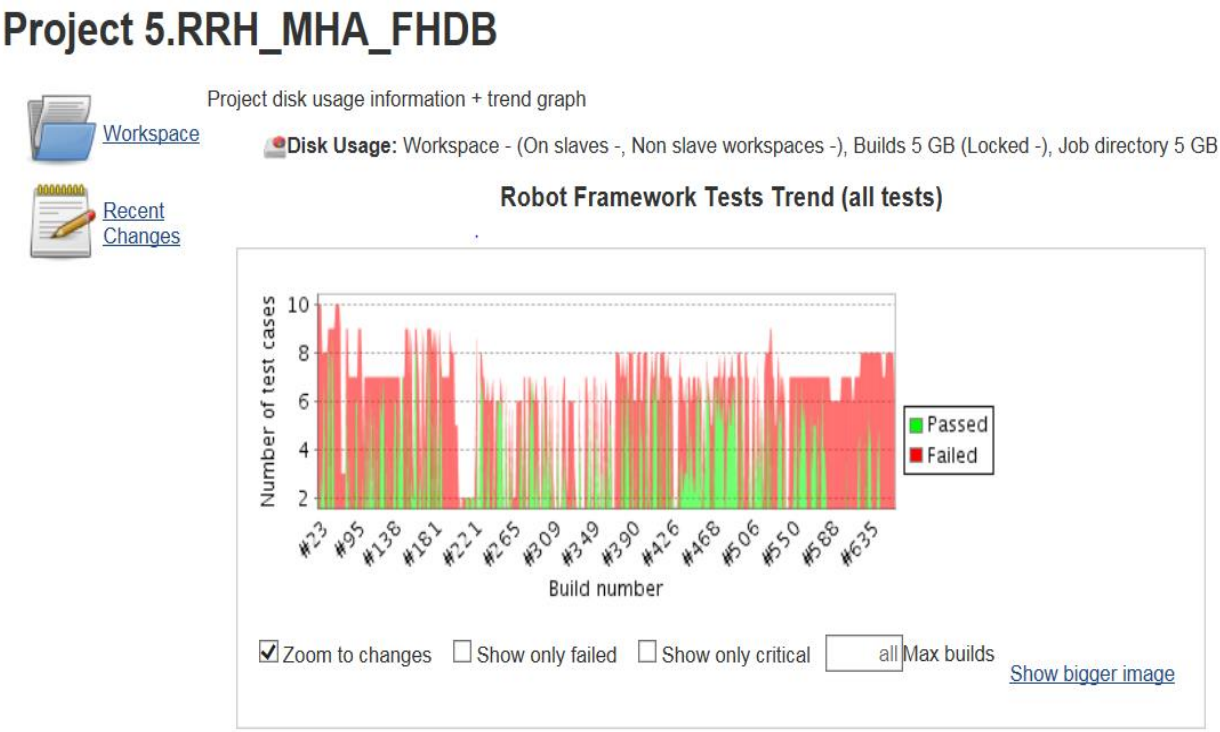
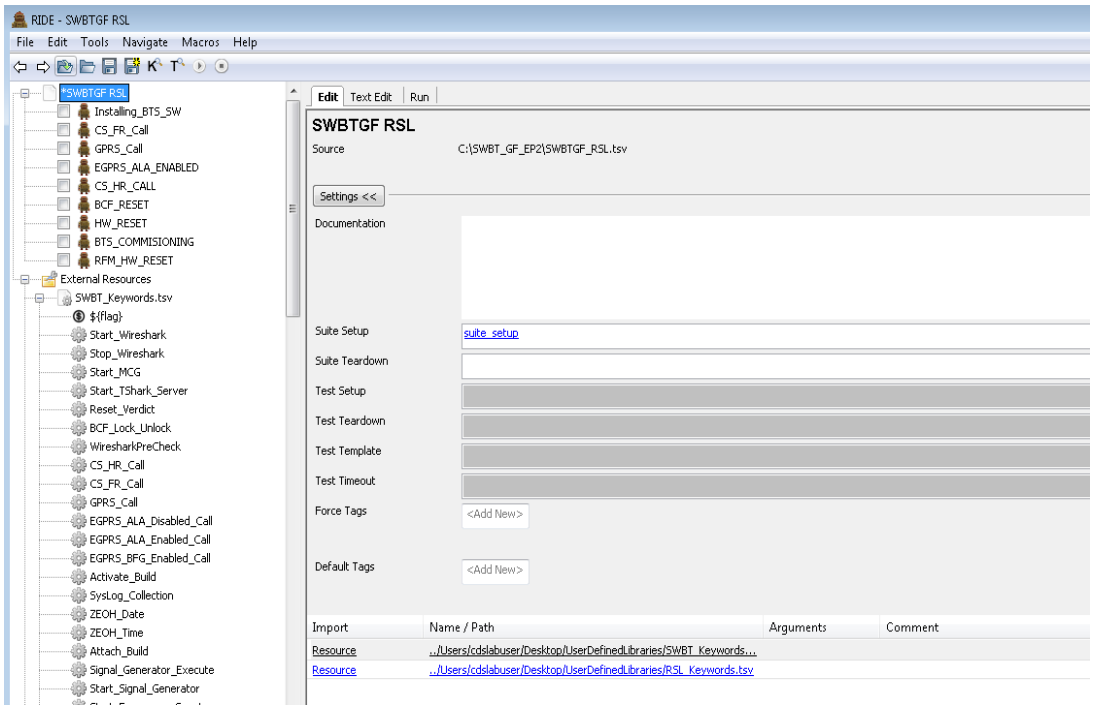

Fig: 10: Jenkins Page
Fig :7: RIDE In Control PC
- **Control PC** requires the RIDE which is shown in fig 7 to be introduced in this which is NOKIA restrictive programming. Control PC requires a java form which fills in as slave for Jenkins run. Python 2.7, wxPython, robot system and Ride are the product's that should to be introduced in control pc.
- **JENKINS :** Jenkins is an independent, open source Automation Server, which can be used for testing, building and deploying the software **[7]** The principle task of the jenkins is to execute the activity at predefine interval of time , time interval should to be set previous execution in jenkins. Jenkins keeps up the result of previous build and each build status can be sent to concerned individual or team as shown in fig 10. Jenkins takes after master slave architecture, master runs the job on slaves running on many platforms.
TEST CASE SCENARIOS: The following are the few test cases implemented on BTS and BSC**.** All these cases are mechanized through RIDE and JENKINS as shown in fig 7 and fig 10.